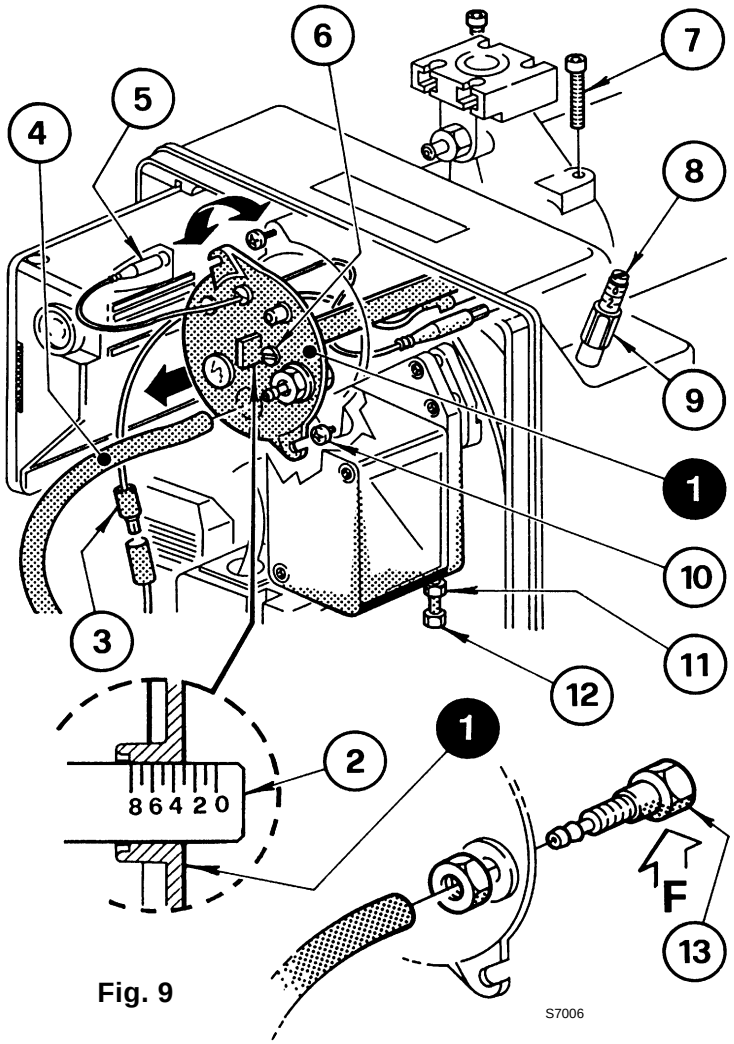

Fig. 9
It depends on the output of the burner and is carried out by rotating clockwise or counter-clockwise the setting screw (6) until the set-point marked on the regulating rod (2) is level with the outside plane of the head assembly (1) (see fig. 9).
In the sketch at page 7, fig. 9 the combustion head is set for an output of 110 kW, with reference to the BS3D burner type 917T1. The set point **3** marked of the regulating rod is at the same level with the outside plane of the head-assembly as indicated in the diagram.
AIR DAMPER ADJUSTMENT (Fig. 9, page 7)
The pressure test point (pos. 13, fig. 9, page 7) is badly positioned.	Place it in the right position according to the instructions of this manual on page 7, chapter 4.1.